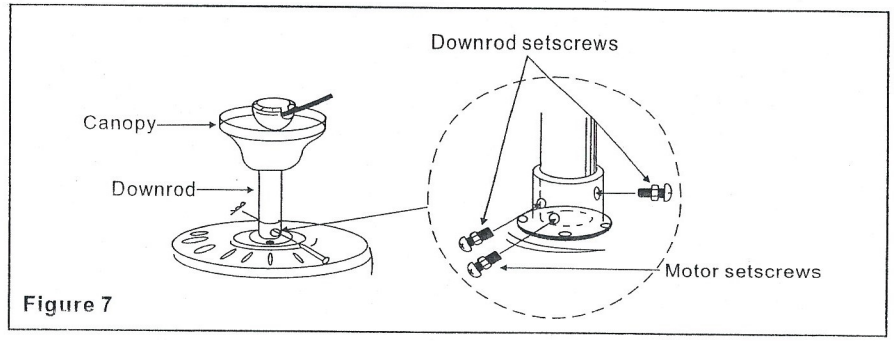

Figure 7
2. Tighten downrod setscrew. Some models have a locknut for the setscrew. To insure the setscrew fully seats against the downrod. It is necessary to back off the locknut until it contacts the setscrew head prior to tightening the setscrew. When setscrew is tighten againsst downrod, locknut should then be tightened against connector yoke. Some models have 2 downrod setscrews. Repeat for both (Fig. 7)